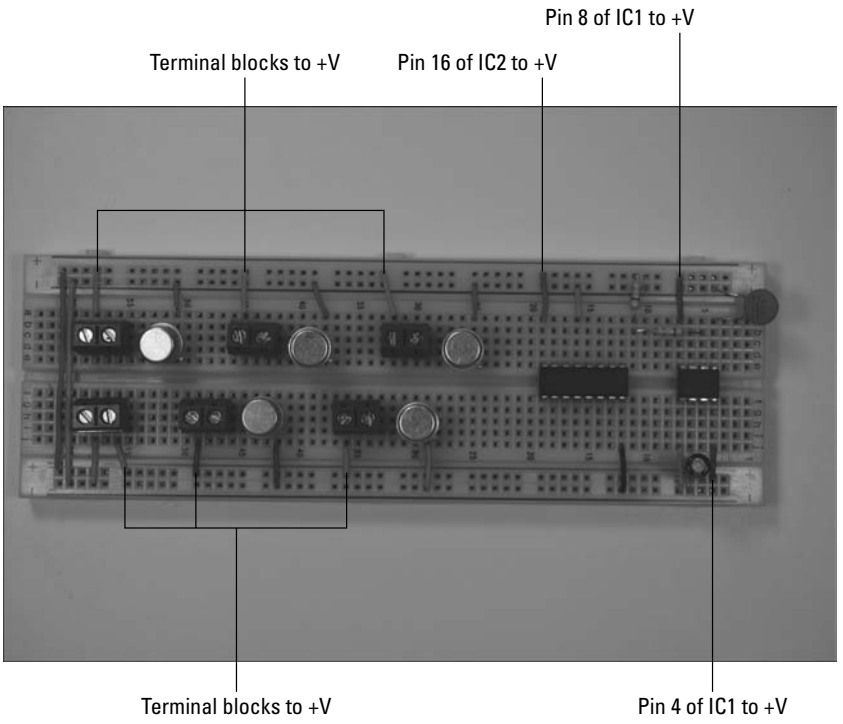

Figure 10-11: Connect components to the +V bus.
4. **Insert wires to connect the ICs and the terminal blocks to the +V bus, as shown in Figure 10-11.**